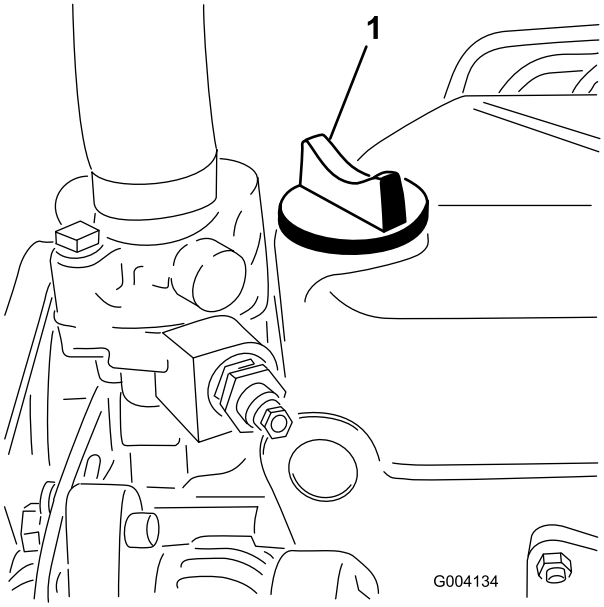

Figur 29
5. Hvis olieniveauet er under FULL-mærket, skal du fjerne påfyldningsdækslet (Figur 29) og fylde olie på, indtil niveauet når FULL-mærket.